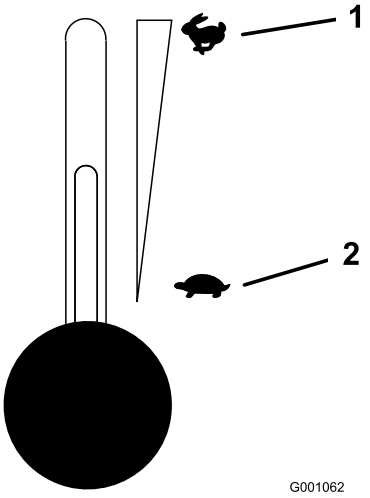

**Figuur 14**
5. Zet de gashendel in de middelste stand (Figuur 14).
2. Zet de gashendel halverwege tussen Langzaam en Snel (Figuur 14).